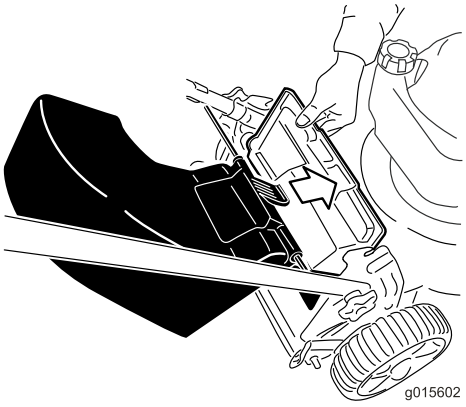

Figur 18
1. Løft opp gressavlederen (Figur 18).
2. Sett gressposehåndtaket inn på hakkene på håndtaksbrakettene (Figur 18).